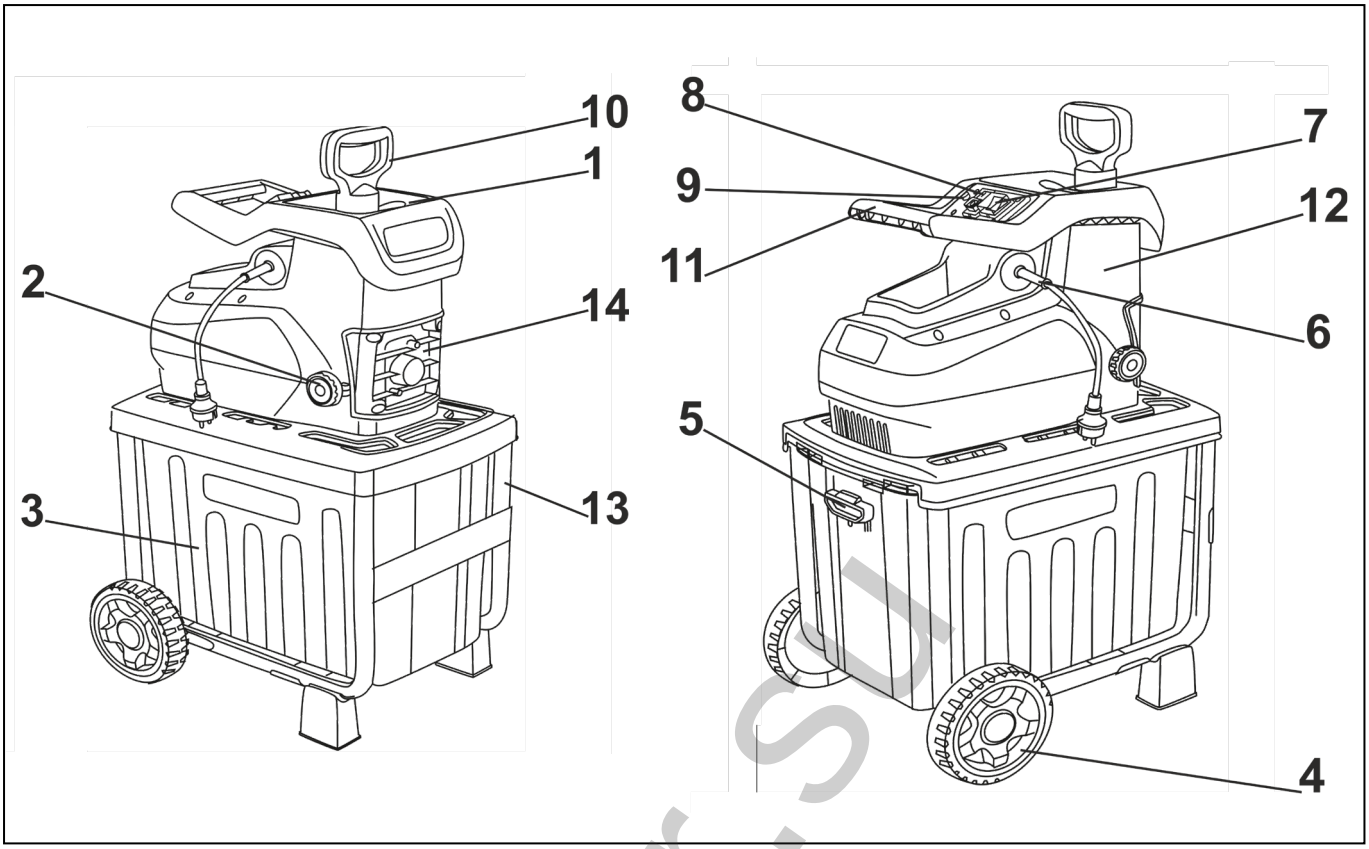

Рис. 3. Общий вид модели ESH-45PS
3. Вращением ручки 2 (рис. 3) регулировки степени измельчения против часовой стрелки установите максимальный зазор (для модели ESH-45PS).
Для модели ESH-45PS, в зависимости от типа перерабатываемых отходов, установите необходимую степень измельчения. Вращение ручки 2 (рис.3) по часовой стрелке уменьшает зазор между плитой и режущей шестерней, и, соответственно, уменьшает грубость перемалывания мульчи. При этом следите, чтобы регулировочная плита не касалась режущей шестерни.